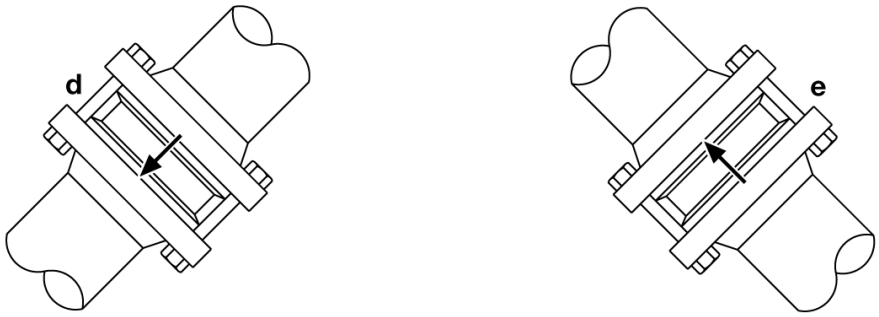

Fig. 3
3.5 Les clapets de retenue sont simplement installés entre deux brides (voir Figure 3). Des joints standards sont utilisés sur chaque face du clapet avec de plus longues vis ou goujons. **Nota :** les brides, vis (ou goujons), écrous et joints sont fournis par l'installateur. Les vis de brides doivent être serrées normalement, c'est-à-dire toujours en opposition.